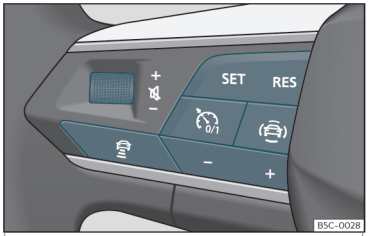

Fig. 161 Pe volanul multifuncțional: butoanele ACC
Automobilul dumneavoastră dispune de ACC dacă are un meniu de configurare în sistemul infotainment››› **pagina 91** și dacă are butoanele funcționale ACC pe volanul multifuncțional››› **fig. 161**.
- Pentru a începe reglarea, apăsați butonul **SET** ››› **fig. 161**.
Pentru a programa viteza, apăsați butoanele **+** sau **–** ››› **fig. 161** până la atingerea vitezei dorite. Viteza se reglează în intervale de 10 km/h (5 mph).
- Apăsați butonul și apoi butonul **+** sau **–** ››› **fig. 161**.